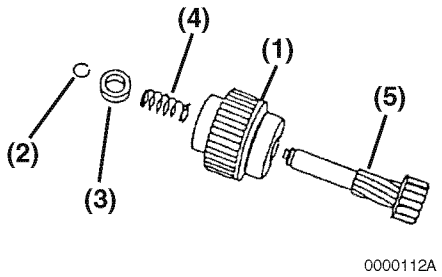

Figure 11-11
12. Disassemble the pinion stop **(Figure 11-11, (3))**, return spring **(Figure 11-11, (4))**, pinion clutch assembly **(Figure 11-11, (1))**, and pinion shaft **(Figure 11-11, (5))**.